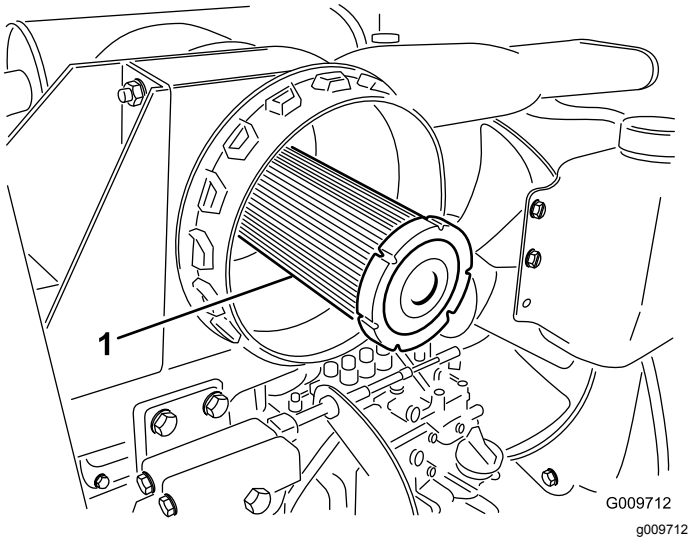

**Figur 57**
***Viktigt:*** **Försök aldrig att rengöra säkerhetsfiltret (Figur 57). Byt ut säkerhetsfiltret mot ett nytt var tredje gång huvudfiltret servas.**